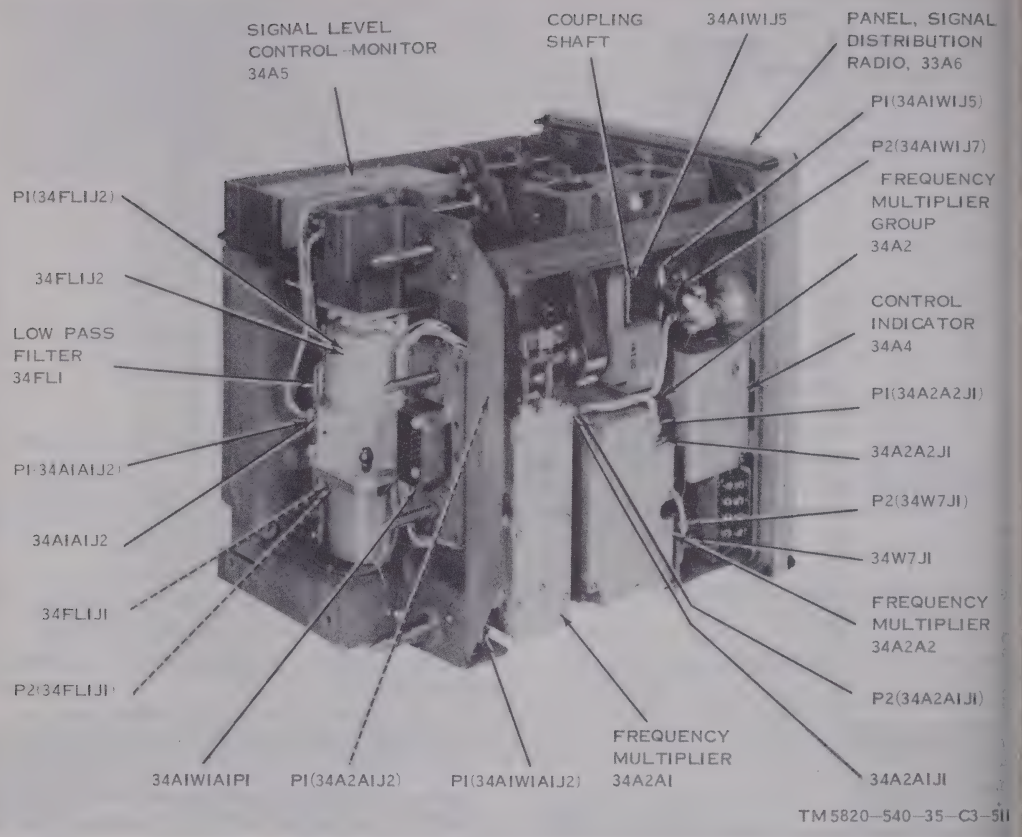

Figure 3-69. Band III receiver RF head, top and rear view.
(1) Disconnect plug P1 (34A1A1J2) (fig. 3-69) from 34A1A1J2 on duplexer 34A1A1.
(1) Disconnect plug P1 (34A1A1J2) (fig. 3-69 from 34A1A1J2 on duplexer 34A1A1.
(1) Disconnect plug P1 (34FL1J2) from 34FL1J2 on filter low pass 34FL1 (fig. 3-69).
(1) Disconnect plug P1 (34A2A1J2) (fig. 3-69) from 34A2A1J2 of frequency multiplier 34A2A1.